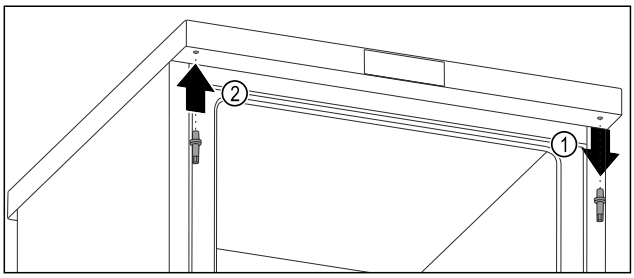

Fig. 12
▶ Skru den øverste bolt af med unbrakonøgle. *Fig. 12 (1)*
▶ Indsæt bolten fast på den modsatte side med unbrakonøgle. *Fig. 12 (2)*